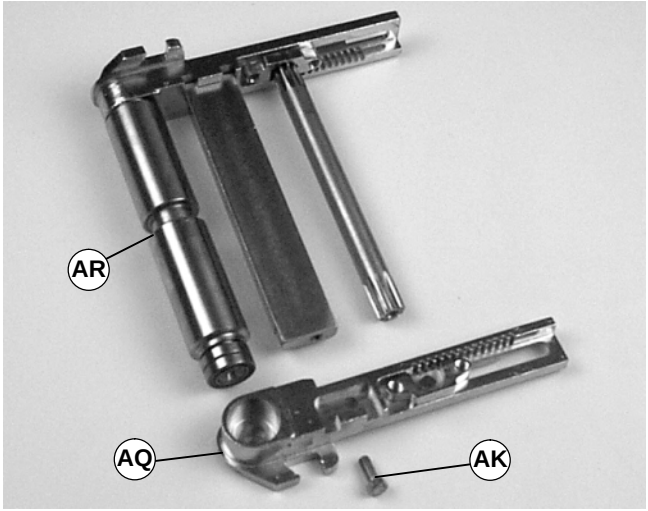

Abbildung 32
4. Die Schraube entfernen (AK siehe Abbildung 32).
5. Die Schraube (AK siehe Abbildung 32) entfernen.
6. Die Deckplatte abnehmen (AQ).
7. Die Antriebsrolle ausbauen (AR).